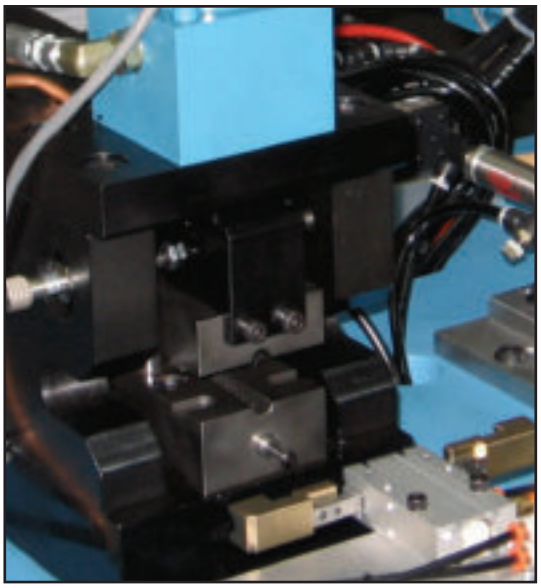

**Figure 3**
**End Former.** Much like CNC tube benders, tube end forming machines can be loaded and unloaded in a variety of ways. Bear in mind that standard tube end formers often require a custom-built loader/unloaded (see **Figure 3**). This is because most modern end forming machines are designed to load a tube, form the tube, and then unload the tube along the entry path. Using one path for loading and unloading increases the cycle time.